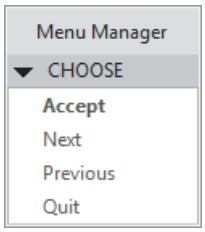

Figure 3-23 The Menu Manager
5. If you select two chained entities of a loop with the **Chain** radio button selected; the **Menu Manager** will be displayed, refer to Figure 3-23. Choose the **Next** or **Previous** option to highlight the entities creating the loop. Next, choose the **Accept** option from the **Menu Manager** to select the highlighted entities and specify the offset value in the **Enter offset in the direction of the arrow [Quit]** edit box to create the offset of selected entities.